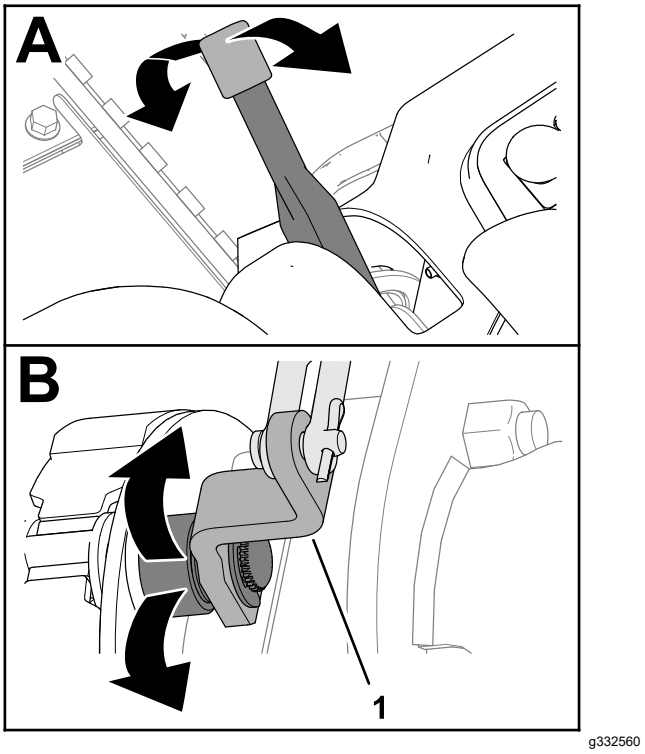

**Figure 70**
2. Levez ou abaissez le levier du frein de stationnement pour vérifier que le levier du levier de came du frein peut bouger librement (Figure 70).